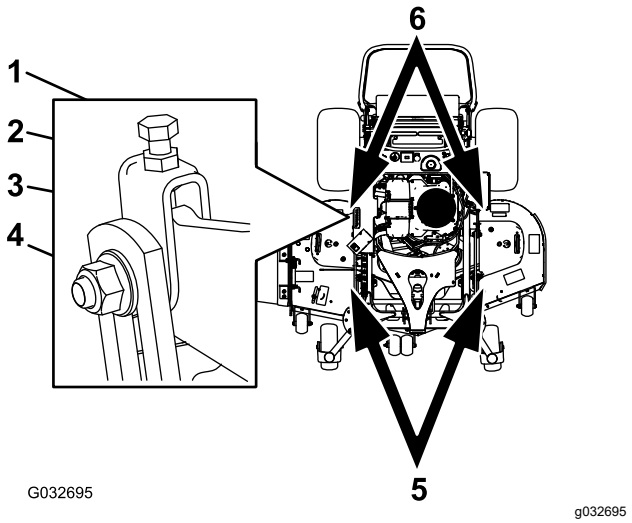

Figura 100
1. Afloje la contratuerca y el perno lateral de las horquillas que desea ajustar (Figura 100).
2. Gire el perno superior de las horquillas para ajustar la altura de la carcasa de corte (Figura 100).
5. Si la medida no es correcta, localice las dos horquillas en la máquina (Figura 100).